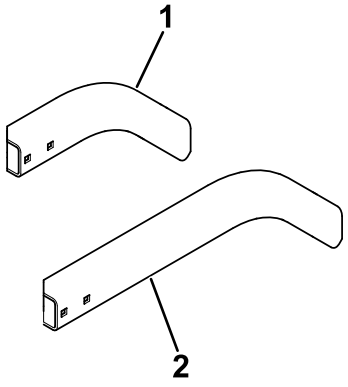

Figur 19
- **Udstyret med model 31980:** Fastgør det højre lange beslag (Figur 19) til det højre beslag med 2 bræddebolte (5/16 x ¾") og 2 flangemøtrikker (5/16").
- **Udstyret med model 31981:** Fastgør det højre korte beslag (Figur 19) til det højre beslag med 2 bræddebolte (5/16 x ¾") og 2 flangemøtrikker (5/16").